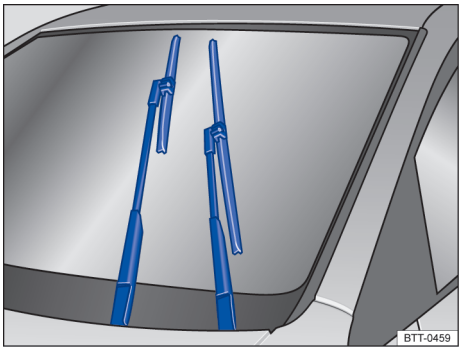

Fig. 103 Limpadores dos vidros na posição de serviço.
Na posição de serviço, os braços dos limpadores do para-brisa podem ser erguidos do para-brisa → Fig. 103. Para colocar os limpadores dos vidros na posição de serviço, proceder conforme a seguir:
– Pressionar a alavanca dos limpadores dos vidros brevemente para baixo → Fig. 103 ④.